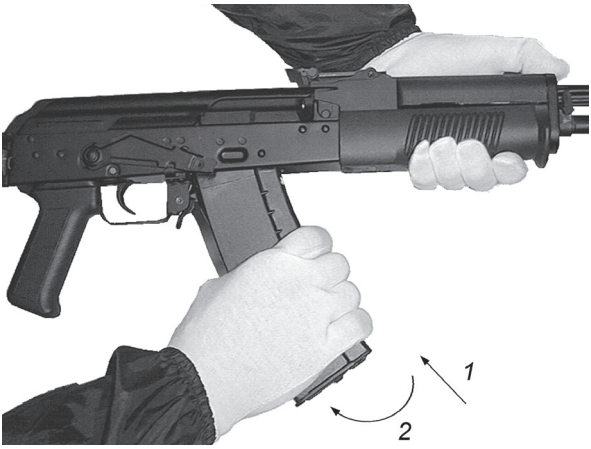

Rys. 75. Przyłączanie magazynka
- trzymając karabin lewą ręką za kolbę lub łoże, prawą wsunąć zaczep magazynka do gniazda komory zamkowej *(rys. 75)* i obrócić magazynek do tyłu, tak aby zatrzask magazynka zaskoczył za ząb magazynka.